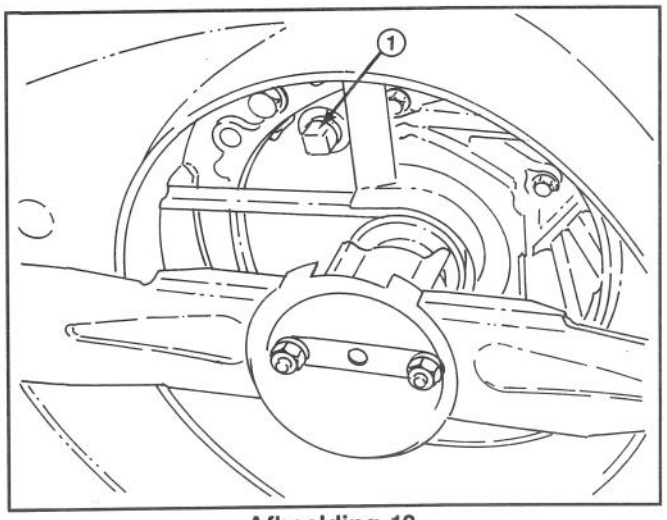

Afbeelding 18
3. Houd de maaier schuin naar links. Verwijder de stop van de onderkant van de maaier met behulp van een instelbare schroefsleutel (Afb. 18). Plaats een opvangbak onder de maaier.